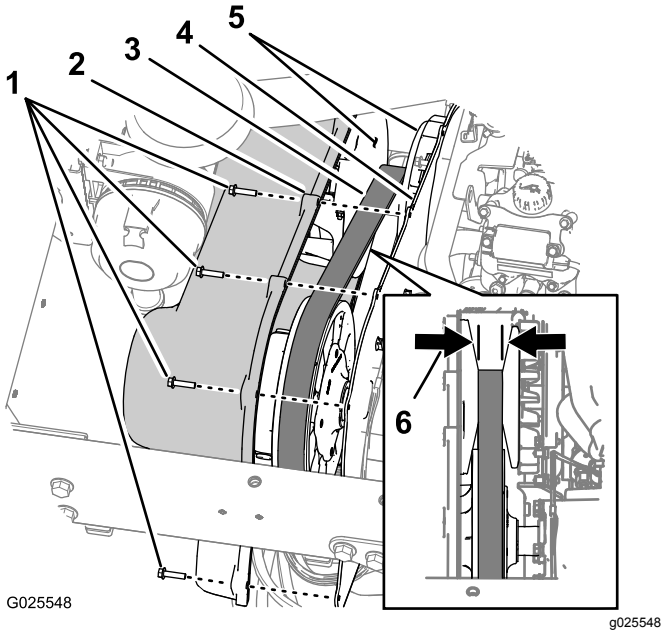

**Figur 63**
1. Fjern de ni sekskantede skivehodeskruene (¼ x 1 tomme) fester girdekselet til girets monteringsplate (Figur 63).
2. Flytt dekslet fremover til du kan se drivremmen (Figur 63).
3. Sjekk primærclutchens kileformede overflater for tegn på skade (Figur 63).
4. Kontroller drivremmen for manglende eller skadde knaster (Figur 63).
5. Mål på tvers av remmen og registrer rembredden (Figur 63).
**Merk:** Hvis rembredden er 29,5 mm eller mindre, skift ut remmen (Figur 63).
6. Plasser hullene i girdekselet på linje med hullene i monteringsplaten (Figur 63).
7. Fest dekslet til monteringsplaten (Figur 63) med de ni sekskantede skivehodeskruene (1/4 x 1 tomme) som du fjernet i trinn 1, og stram skruene til 10,2 til 12,4 N·m.